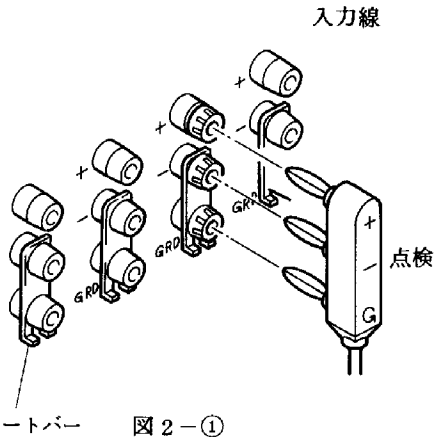

図2－①
信号線は，原則として付属の入力ケーブルを使用します。このケーブルは，2芯の絶縁シールド線に入力プラグが接続してあり，図2－①のように挿入すると芯線の赤が⊕端子に，芯線の白が⊖端子に，シールド線が GRD 端子に接続されます。